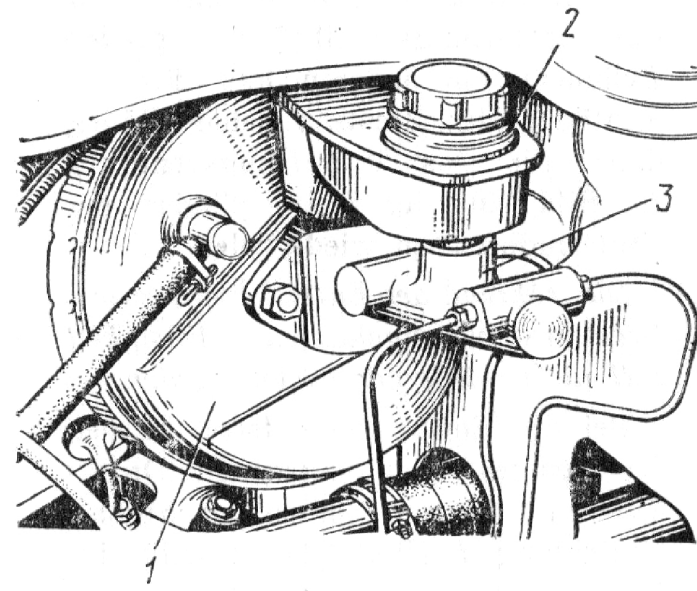

Bild 33. Anordnung des Vorratsbehälters für Hauptbremszylinder der Betriebsbremse:
1. Bremsflüssigkeit bis zur Marke MAX im Behälter *2* (Bild 33) des Hauptbremszylinders füllen und Bremspedal mehrmals durchtreten.